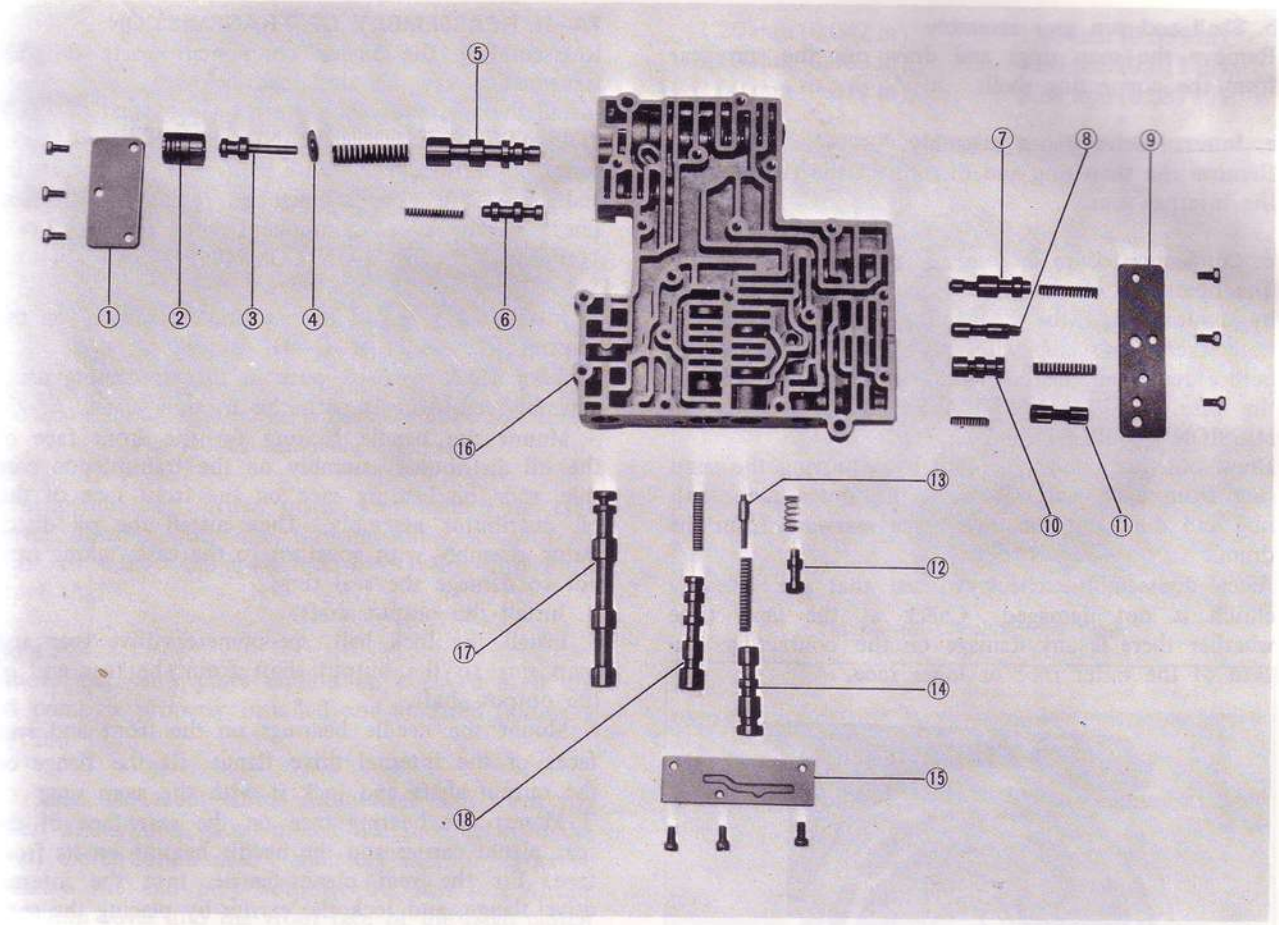

Fig. 7A–44 Component parts of control valve
a. Install small valves and springs by referring to the components parts of control valve Fig. 7A–44.